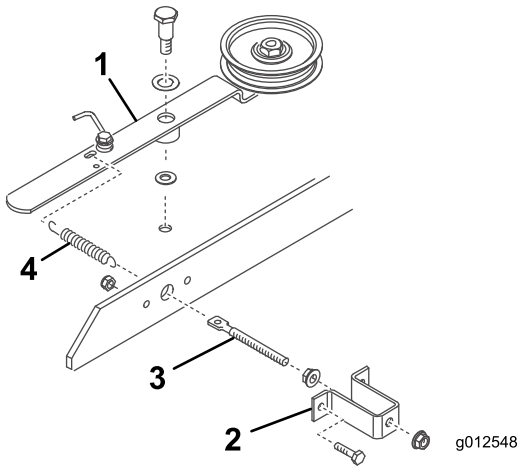

図 20
3. ねじ山付きロッドに、フランジナット5/16-18 インチを取り付けて約 5cm 進める 図 20。
4. ねじ山付きロッドをスプリングブラケットの大きい方の穴に入れ、もう1個のフランジナット5/16-18 インチで仮止めする 図 20。フランジナットはまだ本締めしない。
5. ねじ山付きロッドのもう一方の端部をブリッジバーの穴に入れ、ボルト2本とロックナットでスプリングブラケットをブリッジバーに固定する 図 20。
6. スプリングの短い方の端をねじ山付きロッドの穴に引っ掛け、長い方の端をアイドラアームの穴に引っ掛ける 図 20。
7. アイドラプーリのアームを、以下の部品と共にその順序でデッキに取り付けるピボットねじ 3/8-16 インチ、スラストワッシャ 1/2 インチ、アイドラアーム、スラストワッシャ 3/8 インチ、デッキ、ロックナット 3/8-16 インチ 図 20。この時点では、ねじ山付きロッドのフランジナットを締め付けない。ブロアアセンブリとベルトの取り付けが終わった後にスプリングのテンション調整を行う。